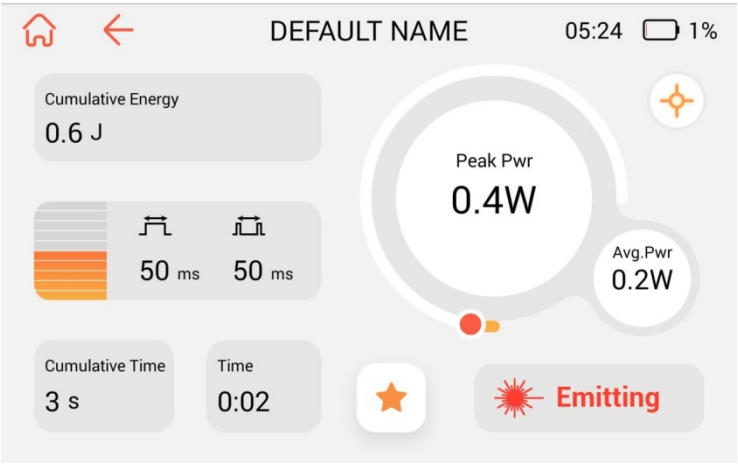

Рис.3.2 Интерфейс запуска индивидуального протокола
3.2 Нажмите «Standby» (Ожидание), нажмите на педальный переключатель, когда отобразится сообщение «Ready» (Готово), войдите в интерфейс запуска индивидуального протокола. (Рис. 3.2)